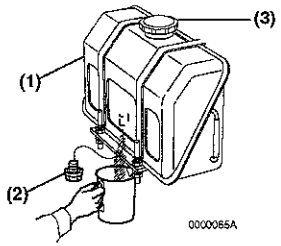

Figura 10
1. Posizionare un contenitore di tipo approvato sotto serbatoio del carburante **(Figura 10, (1))** per raccogliere i contaminanti.
2. Rimuovere il tappo del carburante **(Figura 10, (3))**.
3. Rimuovere il tappo di scarico **(Figura 10, (2))** nella parte inferiore del serbatoio per scaricare i contaminanti (acqua, sporcizia e così via).